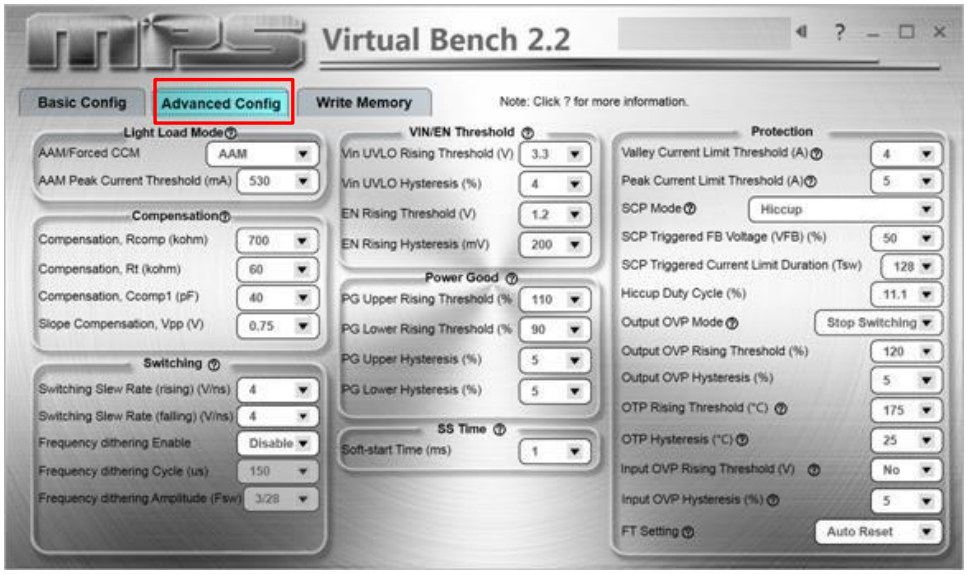

Figure 9: Values from I2C Shown in Table
3. Find the item you want to change and write or select the desired value from the drop-down menu (see Figure 9).